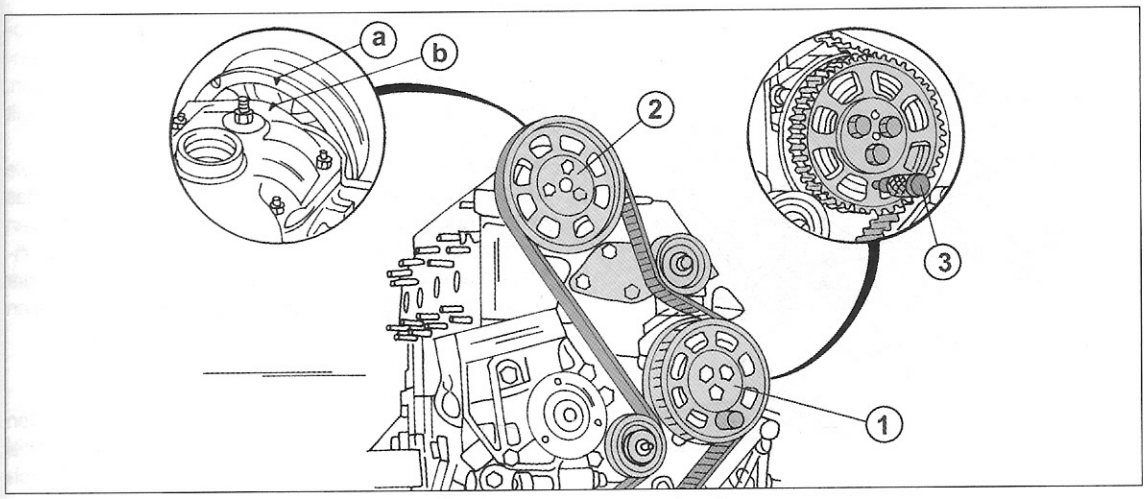

Bild 47
- Die Antriebsriemenscheibe der Einspritzpumpe muss jetzt gegen Verdrehung arretiert werden. Ein Bolzen geeigneten Durchmessers wird in das Rad der Pumpe eingeschoben, wie es aus Bild 47 ersichtlich ist, wenn die Marken „a" und „b" am Steuerrad der Nockenwelle und am Ventildeckel in einer Linie stehen. Der Spanner für den Zahnriemen muss jetzt in der unten beschriebenen Weise arretiert werden.